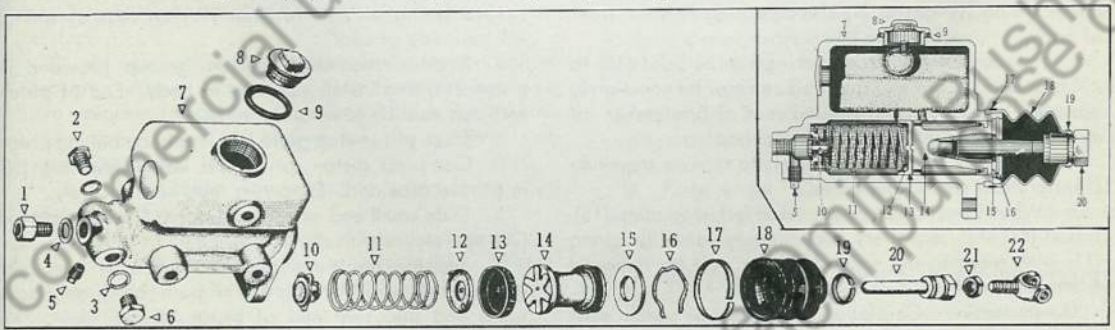

Fig. 26 Disassembled and Sectional View of Brake Master Cylinder
8. Attach pedal pull rod (2) to operating lever (5), using clevis pin and cotter pin. Adjust brake pedal to toe board clearance at adjustable yoke (3) as previously directed under "Adjustments".
9. Replace hydraulic line (18) to front of brake master cylinder, being sure that fitting is tight to prevent loss of hydraulic fluid at this point.
C. To Disassemble Master Cylinder—Following instructions cover the actual disassembly of master cylinder. If it should only be necessary to replace parts within cylinder body this can be accomplished without removing cylinder from vehicle. Refer to Fig. 26 for reference numbers.
1. Remove filler cap (8) and gasket (9) from master cylinder body.
2. Remove outlet plugs (2 and 6) and gaskets (3), also outlet fitting (1), gasket (4) and pipe plug (5) from front of body.
3. Remove clamp (17) attaching rubber boot (18) to cylinder body. Boot and push rod can now be completely removed and clamp (19) around rear of boot taken off so that rod (20) can be removed from boot.
4. Use pair of pointed end pliers to remove snap ring (16) from rear of cylinder body.
5. When snap ring has been taken out, stop plate (15), piston (14) with secondary cup, primary cup (13), spring (11) with retainer and valve (10) can now be removed from cylinder body.
E. To Assemble Master Cylinder—During reassembling, it is extremely important that all parts be clean and free of any abrasive; also that each part be coated with hydraulic brake fluid. Refer to Fig. 26, for reference numbers.
1. Replace valve assembly (10) over open end of piston spring (11). Hold spring in vertical position, with valve end up, and slide body down over spring and valve assembly. Retainer (12) is held to rear of spring by two clips which are bent over spring coil. These two parts are serviced only as an assembly.
2. Replace piston cup (13) in body with edge of cup toward spring so that retainer (12) on rear of spring will be inside of cup.
3. Replace secondary cup in groove provided in piston (14) and install assembly in body. End of piston with cup must be toward rear of body.
4. Place piston stop plate (15) into body behind piston (14). Compress piston spring and install snap ring (16) in groove provided. Snap ring must seat securely.
5. Slide small end of rubber boot (18) over push rod (20) and secure with clamp (19).
6. Replace boot and push rod assembly over rear end of body, with forward end of push rod through stop plate and into rear end of piston. Install clamp (17) attaching boot to body.
7. Replace outlet plugs (2 and 6) using gasket (3) under head of plug, also replace pipe plug (5). Replace outlet fitting (1) in forward end of body using gasket (4).
8. Replace filler cap (8) using gasket (9) between cap and cylinder body.